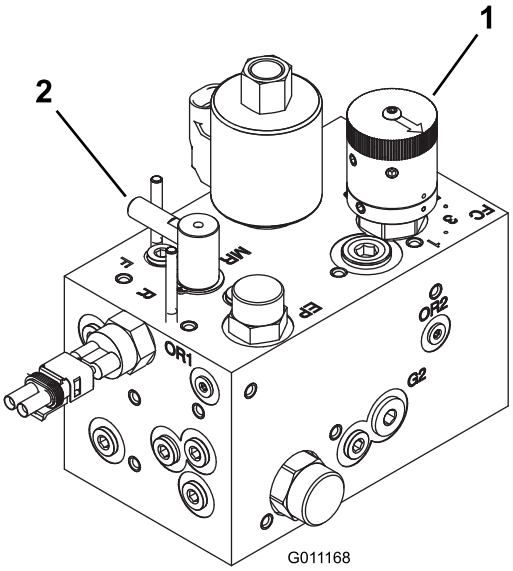

Figur 44
2. Vrid cylinderns hastighetsreglage (Figur 44) till den nummerinställning som fastställts i steg 1.